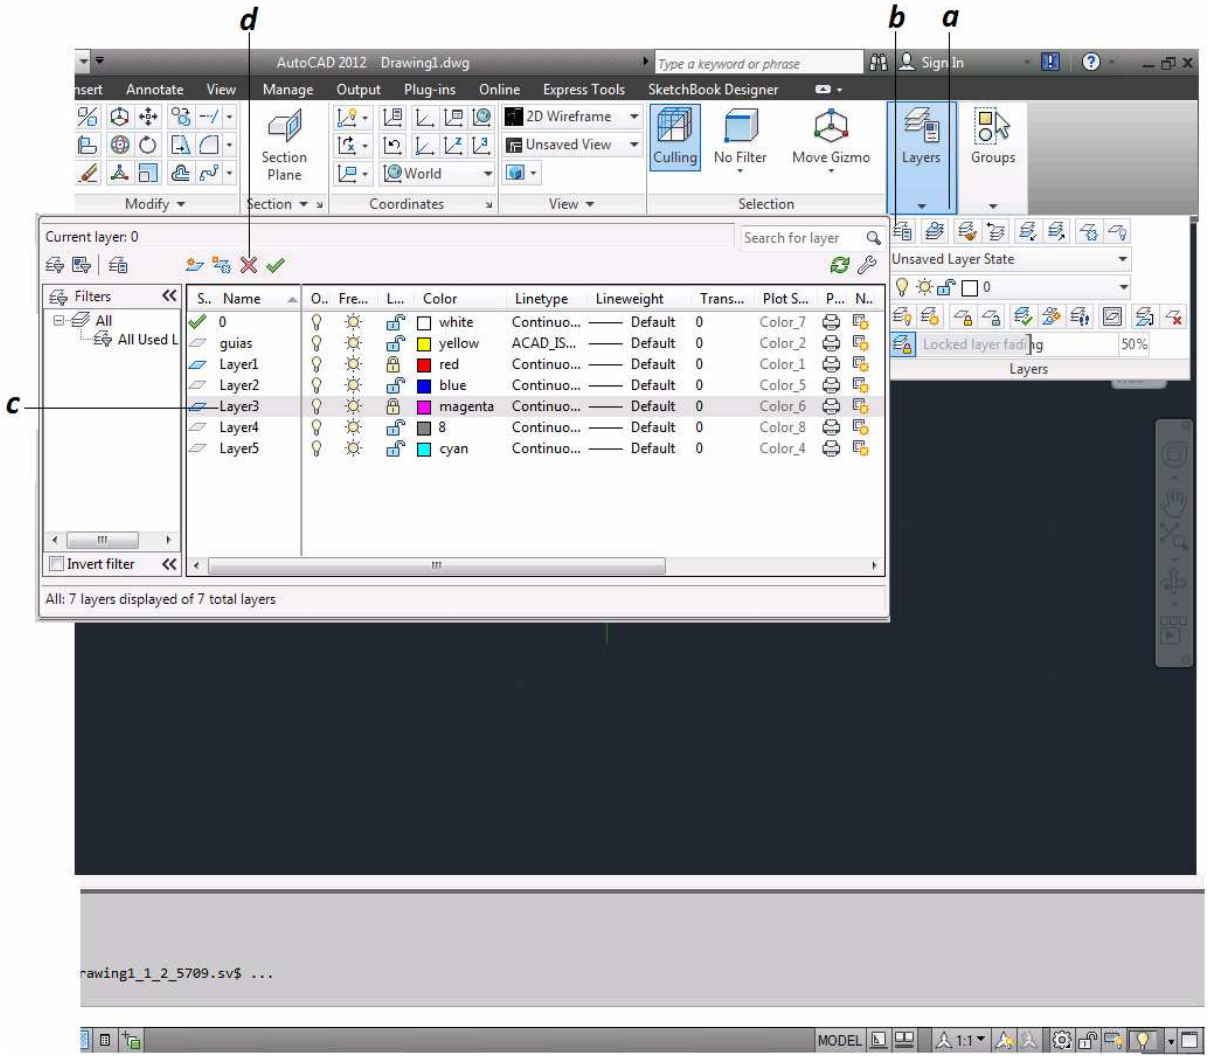

Figura 3.52 Capas "Eliminacion de una Capa"
a. Se selecciona el icono Capas *(figura 3.52)*.
b. Se selecciona el icono Propiedades de Capas *(figura 3.52)*.
c. Se selecciona el nombre de la capa que se quiere eliminar *(figura 3.52)*.
d. Se selecciona el icono eliminar [delete], para eliminar las capas seleccionadas (figura 3.52).